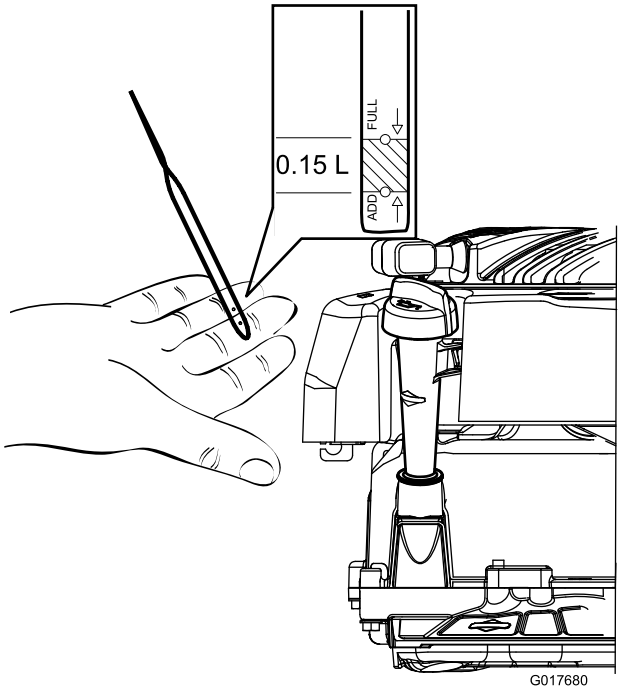
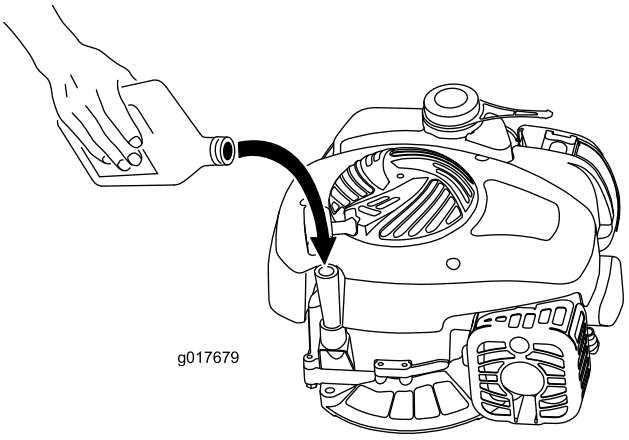

Рисунок 5
Рисунок 6
1. Извлеките масломерный щуп (Рисунок 5).
2. Медленно залейте масло в маслозаливную горловину до тех пор, пока его уровень не достигнет отметки Full («Полный») на щупе (Рисунок 5 и Рисунок 6). Проверка уровня масла с помощью щупа производится через 3 минуты после долива. Не допускайте переполнения картера. (Макс. объем масла: 0,47 л (16 унций), тип: автомобильное моющее масло классификации по API: SAE 30 SF, SG, SH, SJ, SL и выше.)